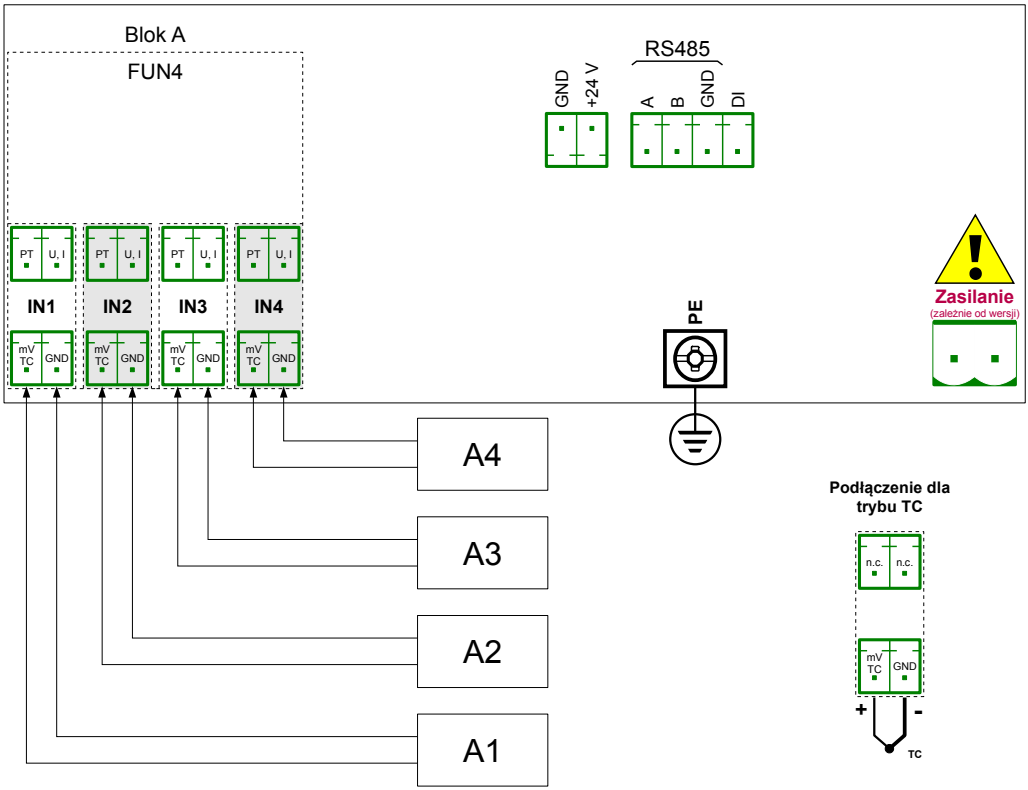

Rys. 7.79 Schemat połączeniowy dla sprzętowej konfiguracji wejściowej FUN4
Przed przystąpieniem do pomiaru temperatury, należy skonfigurować urządzenie, a następnie odpowiednio połączyć czujniki termoparowe z urządzeniem. Przykładowy sposób połączenia przedstawiono na **Rys. 7.79**.
- parametr **Źródło** ustawiamy jako **Wej. A1: Uniwersalne** (patrz **Rys. 7.79**),
– parametr **Źródło** ustawiamy jako **Wej. A2: Uniwersalne** (patrz **Rys. 7.79**),
– parametr **Źródło** ustawiamy jako **Wej. A3: Uniwersalne** (patrz **Rys. 7.79**),
– parametr **Źródło** ustawiamy jako **Wej. A4: Uniwersalne** (patrz **Rys. 7.79**),